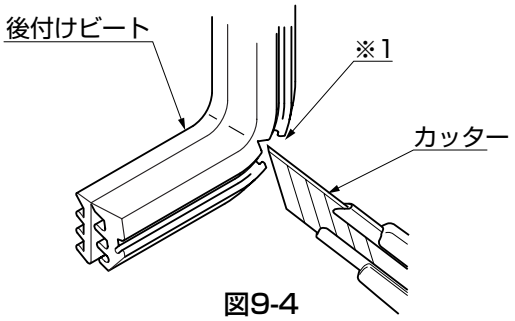

図9-4
- ●後付けビートを折曲げる箇所 (※1) に、カッター等で切欠きを入れてください。(図9-4参照)